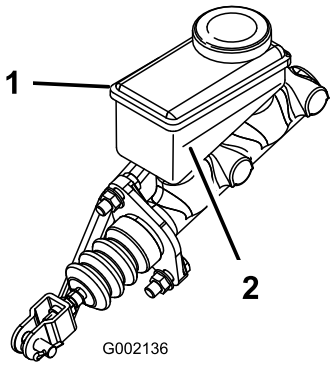

Figuur 66
5. Kijk naar de omtreklijn van het vloeistofpeil aan de zijkant van het reservoir (Figuur 66).
B. Giet DOT 3 remvloeistof in het reservoir tot het vloeistofpeil boven de Minimum-lijn staat (Figuur 66).